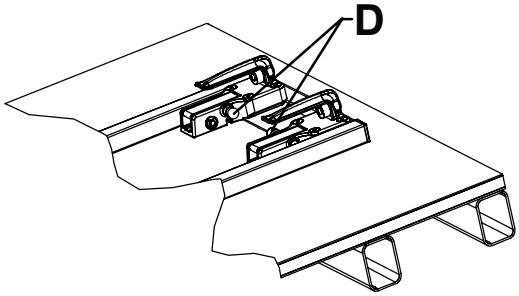

Figura 11 – Orientare corectă a cârligelor capătului pentru cap - Vederea 4C
- Butoanele de eliberare roșii trebuie să fie orientate spre centrul dispozitivului de fixare (Figura 11).